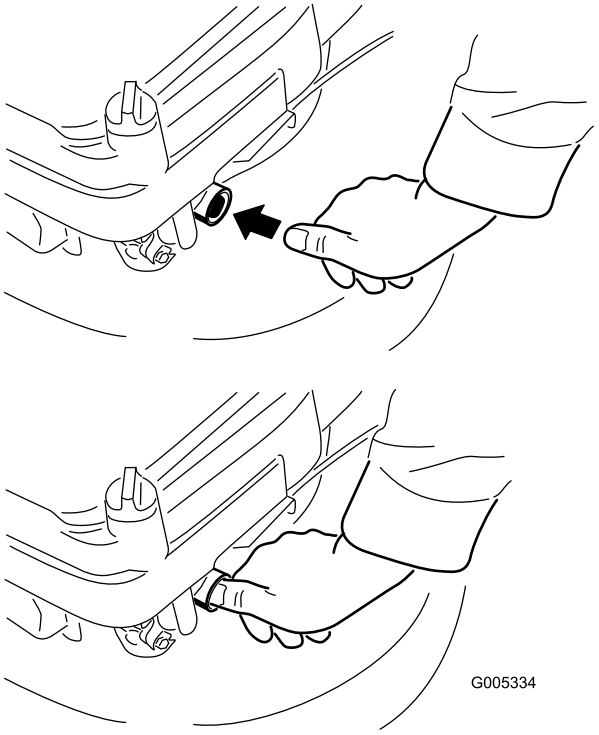

Figur 11
2. Tryck in knappen ordentligt med tummen en gång (Figur 11).